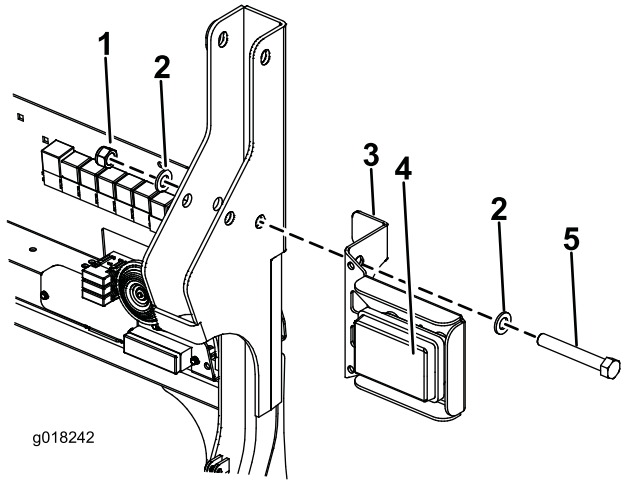

Bild 3
9. Fluchten Sie das obere Loch in der rechten Rücklichthalterung mit dem Loch im Überrollschutz aus und setzen Sie eine Schraube (M16 x 110 mm) ein (Bild 3). Verwenden Sie die vorhandenen Scheiben.